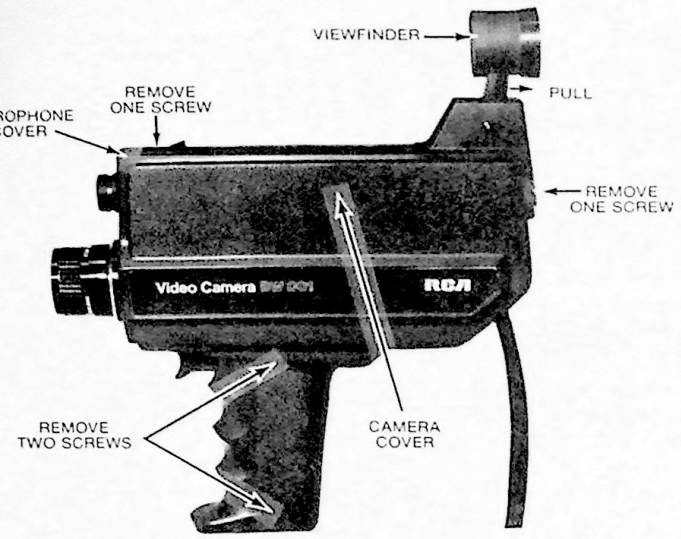

Figure 9
1. Remove one screw and then viewfinder by pulling unit back — Figure 9.
2. Remove two screws from pistol grip — Figure 9.
3. Remove one screw and remove microphone cover by pulling it forward — Figure 9.